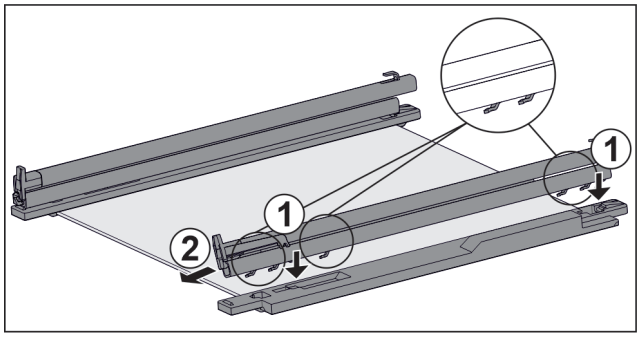

Fig. 156 Placă de sticlă cu șine și piese de fixare
▶ Așezați cârligele șinei pe deschiderile piesei de fixare din **stânga**. *Fig. 156 (1)*
▶ Trageți șina în față. *Fig. 156 (2)*
▶ Așezați cârligele șinei pe deschiderile piesei de fixare din **dreapta**. *Fig. 156 (1)*